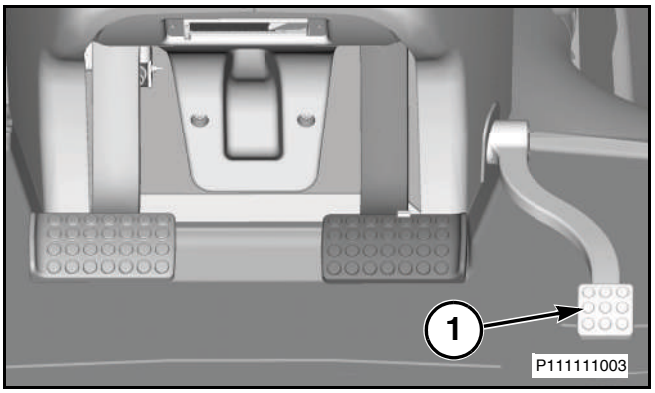

Рис. 24
Рис. 24: Нажмите на педаль (1) чтобы перенять управление от рычага управления подачей топлива. При этом обороты двигателя падают до заданного значения (минимальные обороты двигателя) для работы замедлителя. После отпускания педали обороты двигателя возвращаются к значению, заданному рычагом управления подачей топлива. Оператор может использовать педаль замедлителя для дальнейшего снижения оборотов двигателя. Замедление оборотов двигателя пропорционально ходу педали замедлителя.